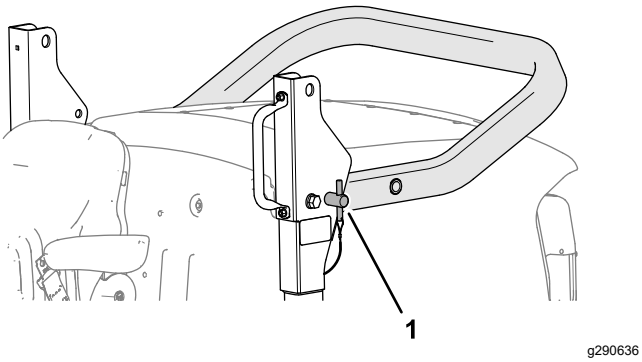

Рисунок 27
5. Вставьте штифты защитной дуги в нижние отверстия кронштейнов осей поворота (Рисунок 27).